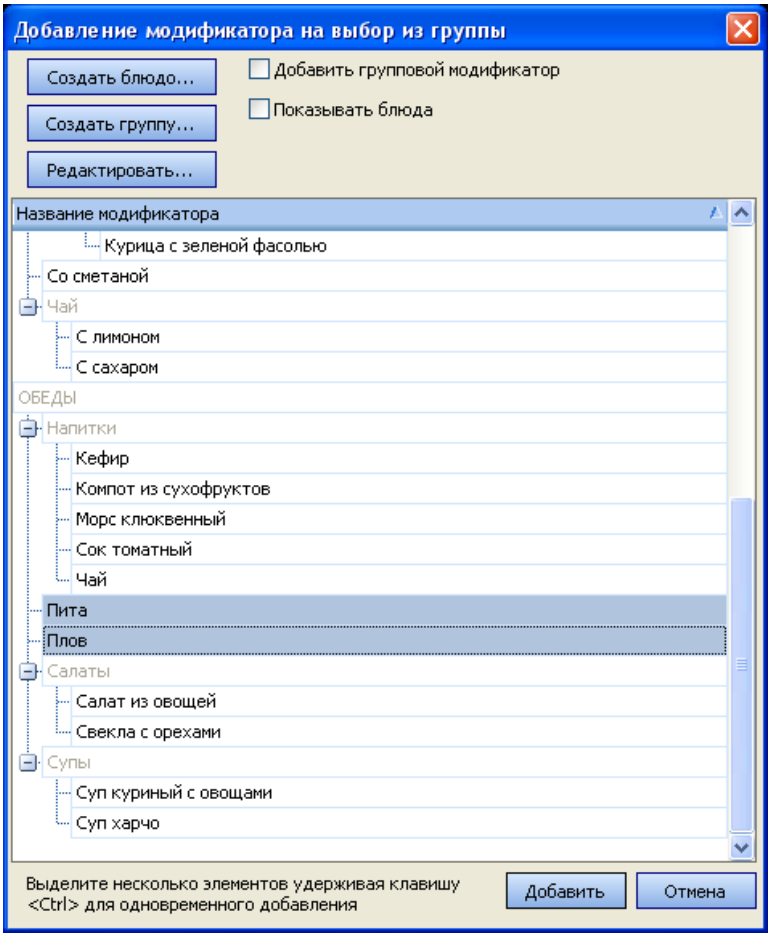

Рисунок 161 Окно Добавление модификатора на выбор из группы
2. В открывшемся окне представлен список созданных ранее модификаторов. По умолчанию предлагается выбрать простые модификаторы. С помощью клавиш <Shift> или <Ctrl> выделите элементы «Пита» и «Плов» и нажмите кнопку **Добавить** (см. Рисунок 161).